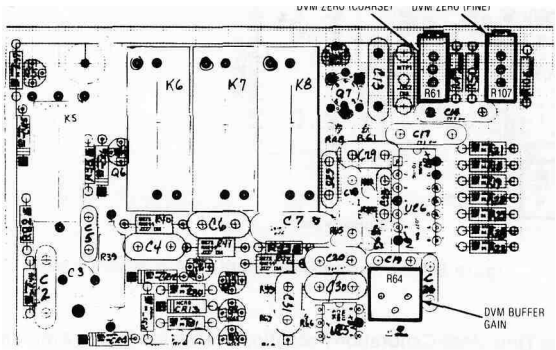

Figure 5-17. DVM Input Buffer Alignment Points
4. Adjust the Coarse and Fine DVM Zero potentiometers on the Front Panel Interface board (Figure 5-17) for a reading of 0 ±0.5 mV on the external DVM.
7. Reconnect the external DVM between pin 1 and pin 6 of J3. The external DVM should show a reading equal to one-tenth the voltage at TP 12 noted in paragraph 5-119.6 plus or minus 10 mV. If the reading falls outside this range it will be necessary to physically disconnect the front panel from the chassis in order to adjust the DVM Input Gain Potentiometer on the Front Panel Interface Card (Figure 5-17). Adjust the DVM Input gain for a reading on the external DVM equal to one-tenth the voltage noted for paragraph 5-119.6. Reconnect the front panel to the chassis.